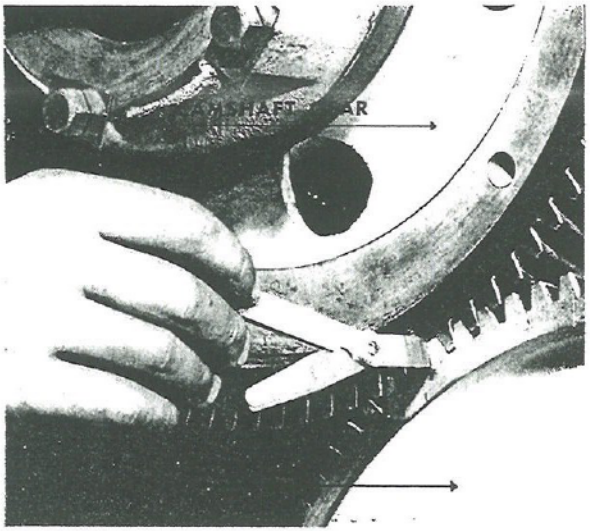

Fig. 152. Measuring Camshaft Gear Back Lash for Timing Adjustment
c. Usually the only maintenance required is an examination with a feeler gauge of the backlash between the idler gear and the camshaft gear, as illustrated in Fig. 152. If the backlash exceeds the clearance given in Sect. VIII the camshaft gear ring must be adjusted to take up this backlash unless the condition of the gear ring teeth makes replacement of the ring necessary.